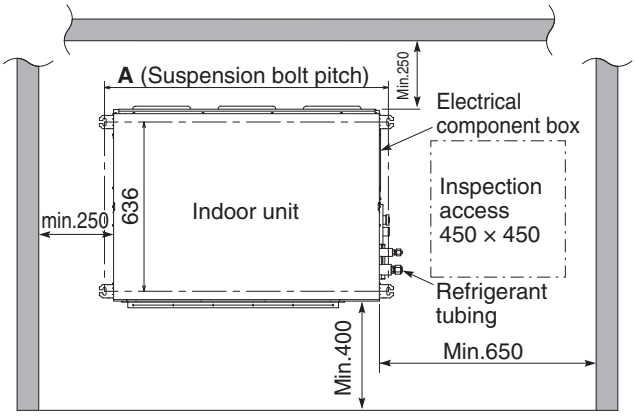

Fig. 2-115
- The minimum space for installation and service is shown in Fig. 2-115 and Table 2-17.
(1) When placing the unit inside the ceiling, determine the pitch of the suspension bolts referring to the dimensional data as shown in Fig. 2-115 and Table 2-18.